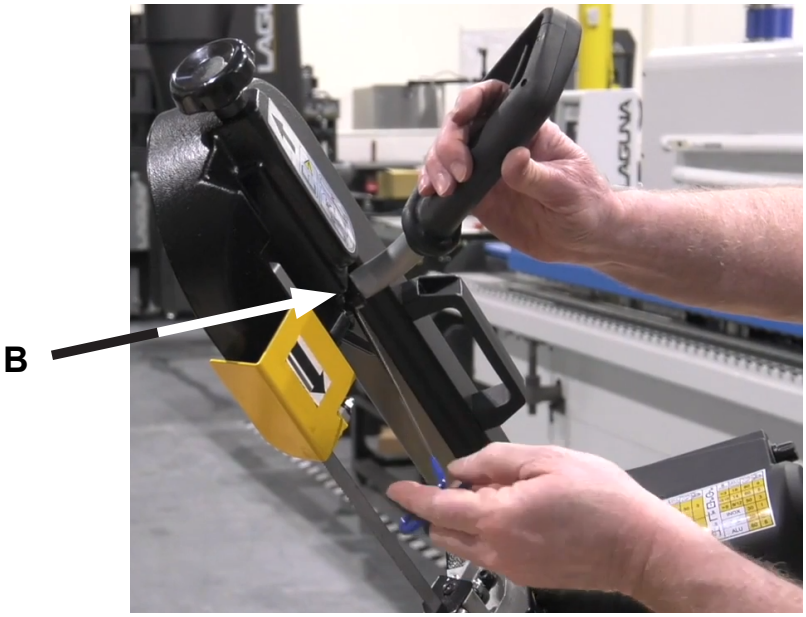

FIG 2
1. Use an Allen key to loosen the set screw (B in Fig 2) and move the handle to the desired position.